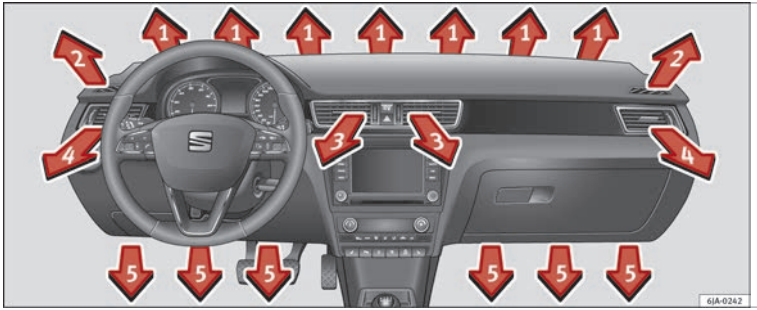
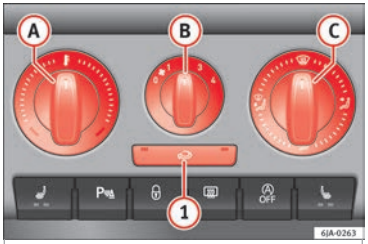

Fig. 169 Air vents.
Fig. 170 Heating: controls.
– The air circulation height can be varied by changing the position of the sliding adjuster upwards or downwards ››› **Fig. 169**.
The flow of air from the vents is controlled using control Ⓒ ››› **Fig. 170**. Vents **3** ››› **Fig. 169** and **4** can be opened and closed individually.
– Turn rotary control (A) ››› **Fig. 170** clockwise to increase the temperature.
– Turn rotary control (A) anti-clockwise to reduce the temperature.
– Turn rotary control (B) ››› **Fig. 170** to position 1 to 4 to switch the blower on.
– Turn rotary control (B) to position 0 to switch the blower off.
– Press button (1) ››› ⚠ **in Air recirculation** **on page 148** to close the fresh air vent.
– Turn rotary control (C) ››› **Fig. 170** to select the air vents ››› **page 147, Air vents** you wish to activate.
All controls, except control (B) ››› **Fig. 170**, can be set to any intermediate position.
If the rotary switch (C) ››› **Fig. 170** is in the thaw position, the recirculation flap will always be open (button light off).
• Press button (1) ››› **Fig. 170**, the switch's lamp will light up, indicating that air recirculation inside the vehicle has been activated.